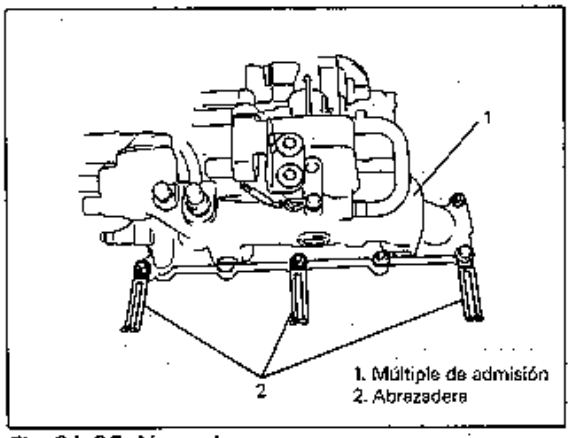

Fig. 6A-25 Abrazaderas
- Instale las abrazaderas como se muestra en la Fig. 6A-25, y apriete los pernos y las tuercas al valor especificado.